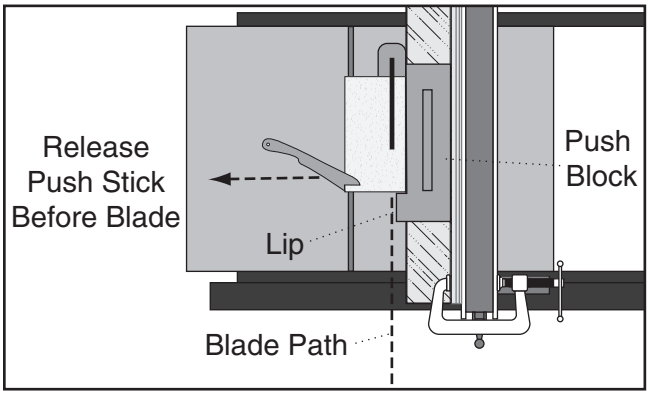

Figure 96. Ripping with push block.
6. Guide workpiece rest of way through cut with push block, as shown in **Figure 96**.